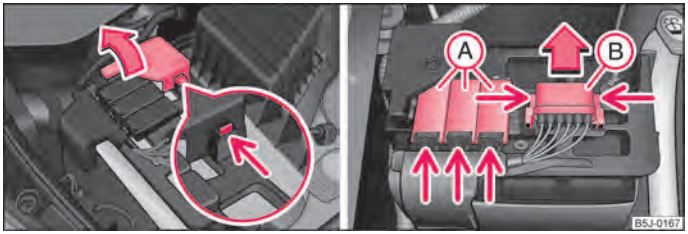

Fig. 155 Batteria: apertura del coperchio sul polo positivo / coperchio di sicurezza
– Aprire il coperchio del polo positivo (+) ⇒ fig. 155 - lato sinistro.
– Premere gli elementi di bloccaggio dei coperchi dei fusibili Ⓐ ⇒ fig. 155 lato destro e aprire i coperchi.
- Alcune vetture dispongono soltanto del coperchio Ⓑ ⇒ fig. 155 lato destro.